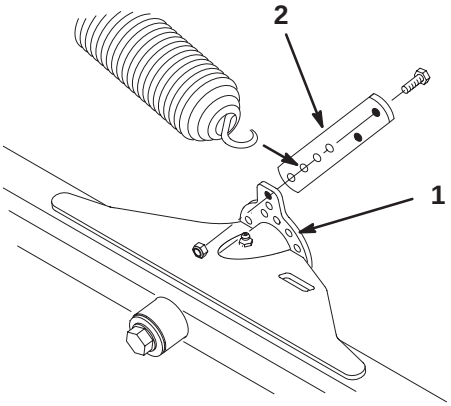

Figur 15
1. Monter en fjederforankring på den bageste, indvendige side af hver frontklippeenheds løftetap med 2 maskinskruer (1/4 x 3/4”) og låsemøtrikker som vist i figur 15.